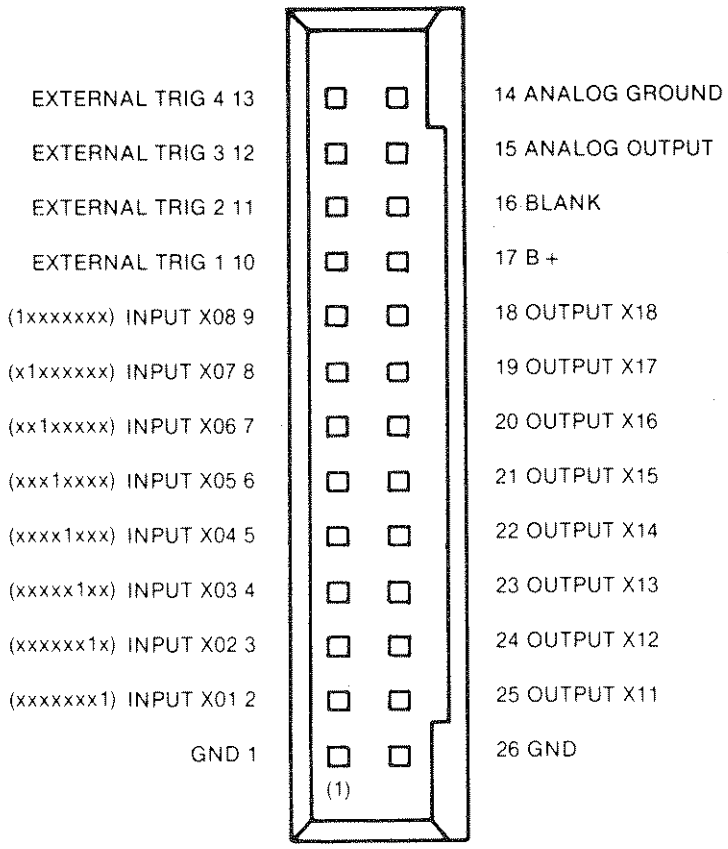

Figure 12-1. Digital I/O Connector.
Digital I/O (Option 50-14 required) reads digital input bits and digital input bytes, writes digital output bits and digital output bytes. Plus, it can supply an analog output, as well as, a digital and analog tracking outputs. Valid digital I/O channels are 5, 6, 7, and 8 which relates to rear panel option slots. See figure 2-3 item 1 shows the location of the digital I/O slots connectors. Figure 12-1 shows the digital I/O connector along with its pins and functions. Digtal ouputs can also be addressed using alarms; Section 8.